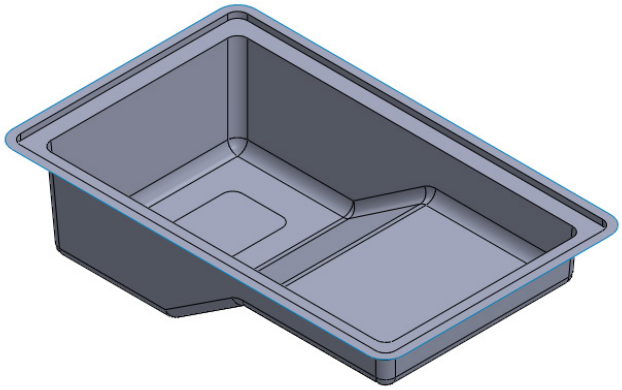

Figure 21-40 *Resultant knitted surface after hiding the plastic cover*
7. Select the Plastic Cover from the **FeatureManager Design Tree** and invoke the shortcut menu. Choose the **Hide Components** option from the shortcut menu. The resultant surface body is displayed in Figure 21-40.